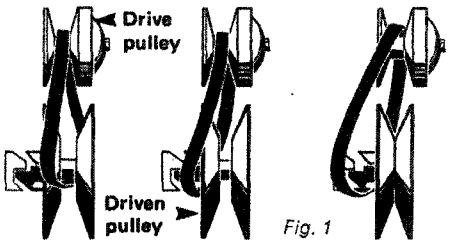

Fig. 1
To install drive belt, follow REVERSE procedure (See Fig. 1).
1. Remove console and drive belt (See Fig. 1). Open the driven pulley (Twist and push sliding half).
1. With cab tilted, remove console and drive belt. (See Fig. 1).